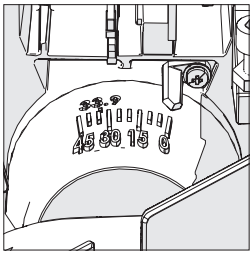

Рис. 23
- Поверните режущую головку под нужным углом. Для простоты регулировки предусмотрена угломерная шкала **(Рис. 23)**.